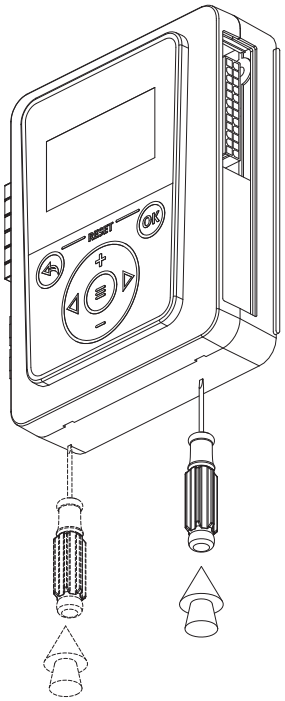

Рис. 16 Демонтаж лицевой панели
2. Снимите лицевую панель контроллера, ослабив защелки с помощью отвертки **Рис. 16**);